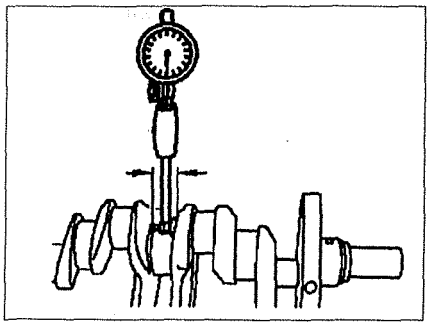

Рис. 2.62. Измерение ширины шейки коренного подшипника.
1. Измерьте ширину шейки коренного подшипника и выберите необходимую толщину регуляторов осевого зазора. Регуляторы одинаковой толщины должны быть установлены с обеих сторон вкладыша коренного подшипника коленчатого вала (см.рис.2.62).